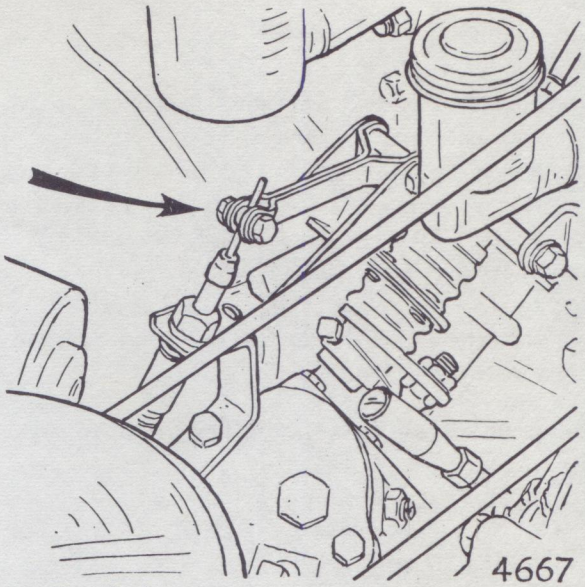

Fig. 10. *Selector cable adjustment (Series I and II cars)*
2. Open the bonnet and slacken the cable pinch nut at the end of the lever on the steering column (Fig. 10). Use two spanners to avoid kinking the cable.